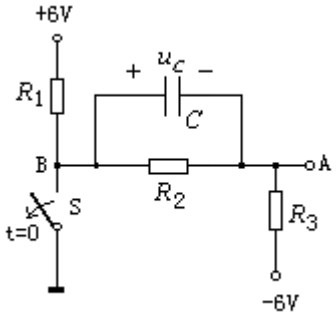

图 10
5. 电路如图 10，已知 R_1=10kΩ，R_2=5kΩ，R_3=25kΩ，电容 C=100pF，换路前电路处于稳态。求 t≥0 时（1）电容电压 u_C；（2）B 点电位 v_B。（计 12 分）